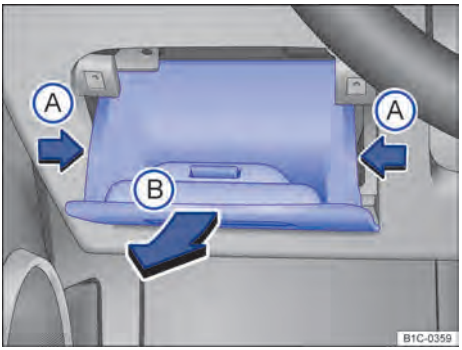

Fig. 170 No lado do condutor do painel de instrumentos: cobertura da caixa de fusíveis.
- Abrir o porta-objetos, pressionar ambas as superfícies laterais para dentro ⇒ Fig. 170 (setas Ⓐ) e retirar do painel de instrumentos (seta Ⓑ).